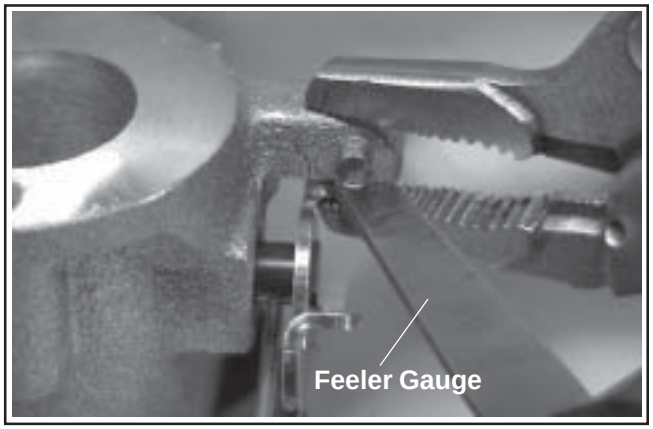

Figure 5B-39. Inserting Feeler Gauge (Engines Without Stop Screw).
b. On engines with a stop screw, pivot the throttle shaft and plate into the "Full Throttle" position, so the tang of the throttle shaft plate is against the end of the high-speed stop screw. See Figure 5B-38. Temporarily clamp in this position.